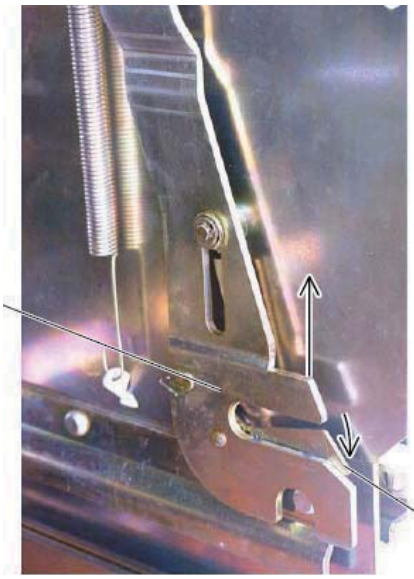

Рис. 83. Блокирующий рычаг AUX и рычаг управления
4) Отпустив блокирующий рычаг AUX, показанный рис. 83, поднимите рычаг управления.